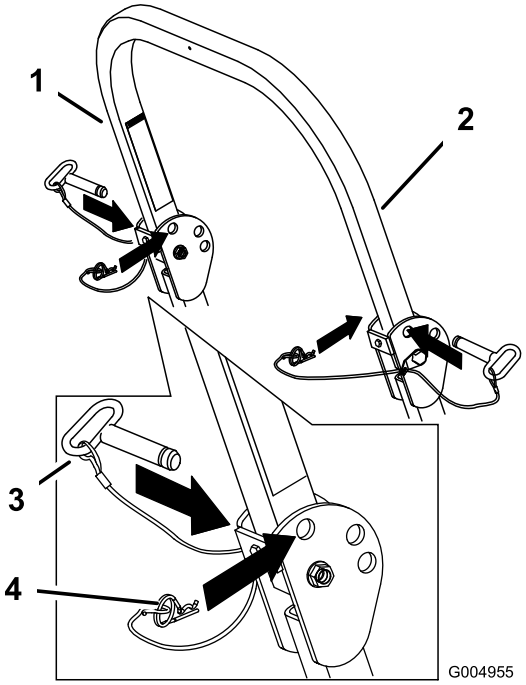

Figuur 9
1. Maak de R-pennen los en verwijder de 2 pennen (Figuur 9).
3. Plaats de 2 pennen en zet deze vast met de R-pennen (Figuur 9).
4. Om de rolbeugel omhoog te klappen, moet u de R-pen losmaken en de 2 pennen verwijderen (Figuur 9).
5. Klap de rolbeugel omhoog, plaats de 2 pennen en zet deze vast met de R-pennen (Figuur 9).